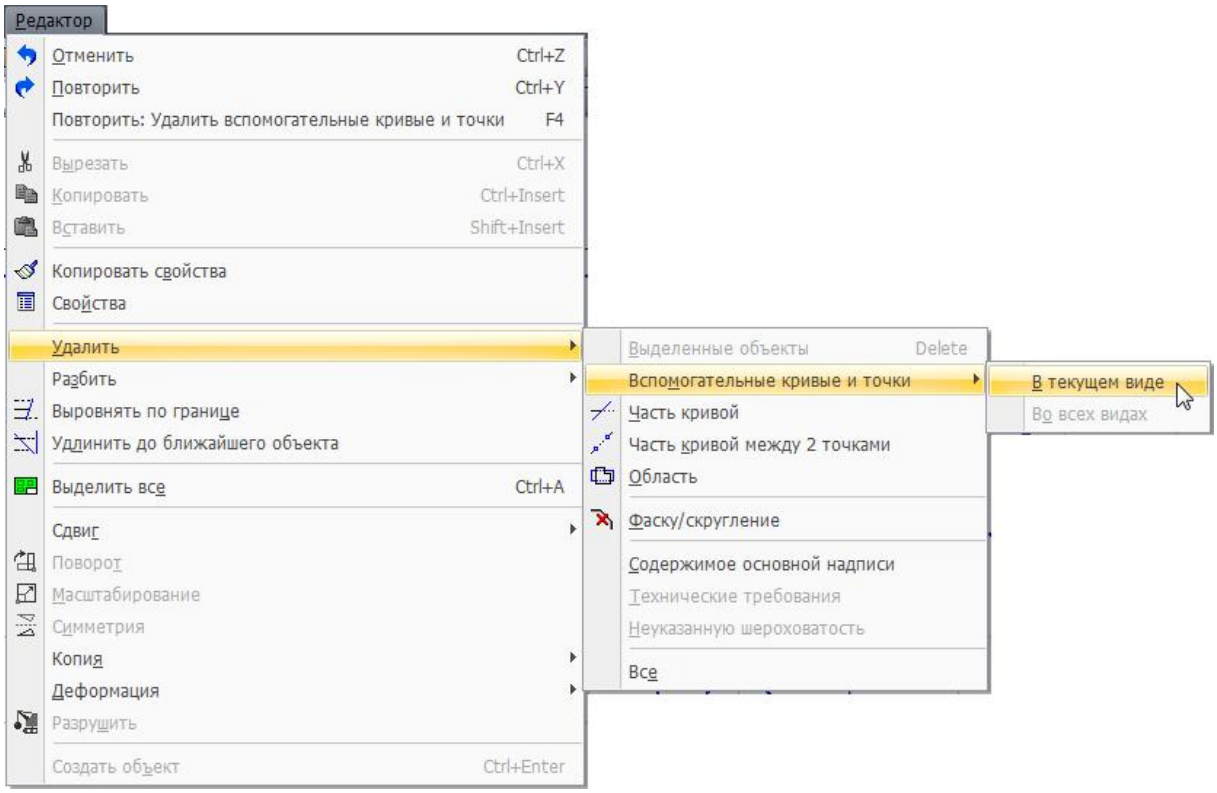

Рисунок 4.16–Видалення допоміжних побудов в поточному виді.
27) Для видалення допоміжних прямих виберіть команду *Видалити ⇒Допоміжні криві та точки ⇒В поточному виді* з меню *Редактор*(рис. 4.16).